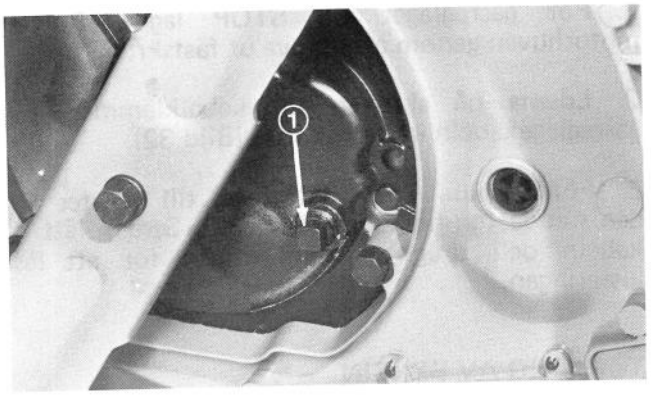

Bild 27
2. Vänd gräsklipparen på högra sidan (Bild 27).